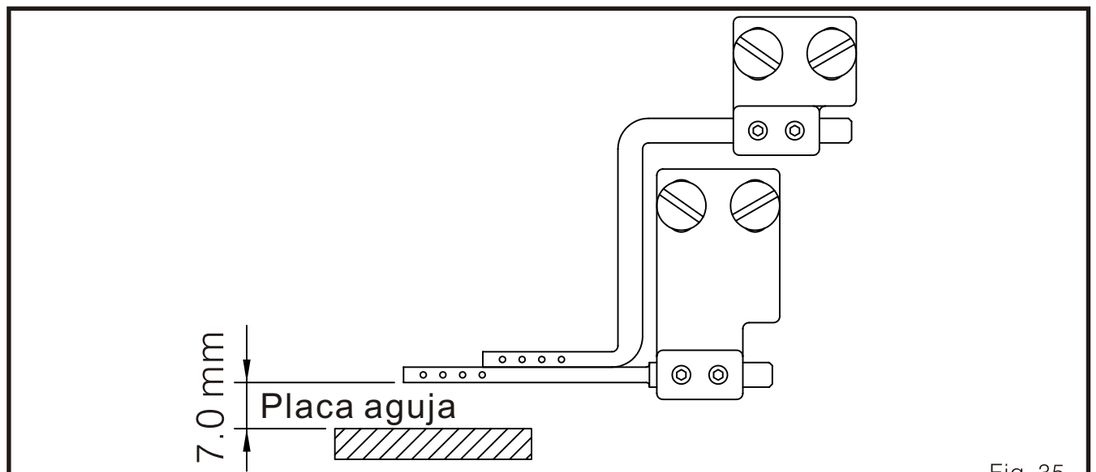

Fig. 35
1. El espacio entre la barra del ribete decorativo y la superficie de la placa aguja es 7.0 mm (Fig. 35).